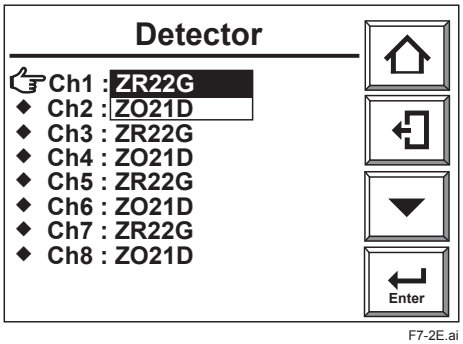

Figure 7.2 Detector Selection
1) Remove all thermocouple (TC) signal wiring from channel cards which connect to ZO21D detectors.
5) Select [Commissioning] --> [Basic setup] --> [Detector], then the Detector Selection display (Figure 7.2) appears.
8) Reconnect the removed thermocouple (TC) signal wiring to the channel cards.